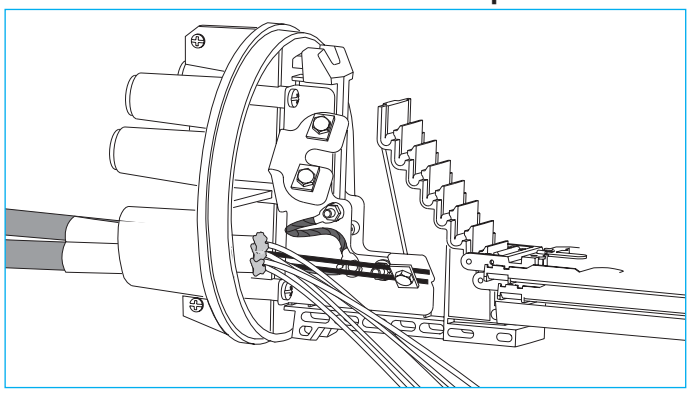

Figure 19.
Locate the two preinstalled twisted copper bonding cables attached to the tray bracket. One end of each twisted copper bonding cable is attached to the metal tray bracket; the other end is an eyelet to which bond wires from cables will be attached with the supplied nut and bolt assembly. (Figure 19) Each twisted copper bonding cable can accommodate two bond wires from fiber optic cables. Cables are now bonded with the base, which can be externally grounded using feedthrough studs or through external ground wires.
9.3.2 Loosen the square washer and place the strength member(s) underneath it. Tighten the square washer to secure the strength members against the base. (Figure 19 page 8)